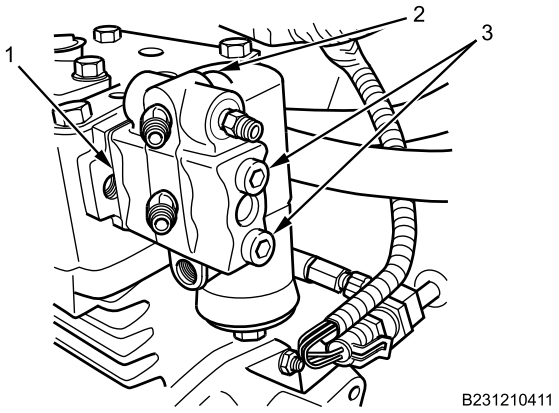

Figure 2. Air Compressor Governor.
4. Remove air compressor governor bolts (Figure 2, Item 3) from air compressor governor (Figure 2, Item 2), and remove air compressor governor and air compressor governor gasket (Figure 2, Item 1) from air compressor. Discard air compressor governor gasket (Figure 2, Item 1).